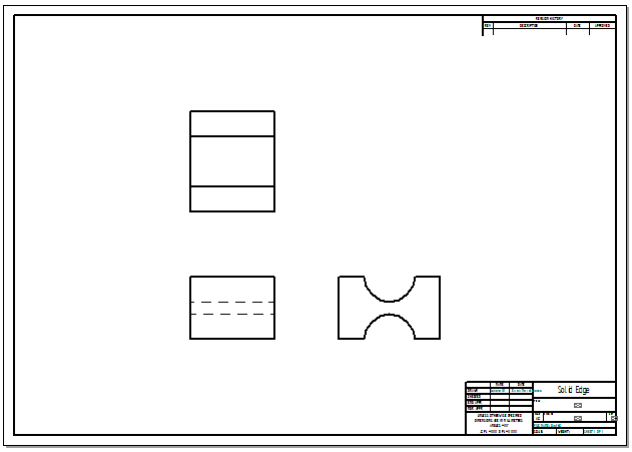

***Figure 2-62*** *Sheet after generating drawing views*
6. Enter the file name as *c02tut3.par* in the **File name** edit box. Next, choose the **Save** option from this dialog box; the part file gets saved and the drawing views are generated in the drawing area, as shown in Figure 2-62.